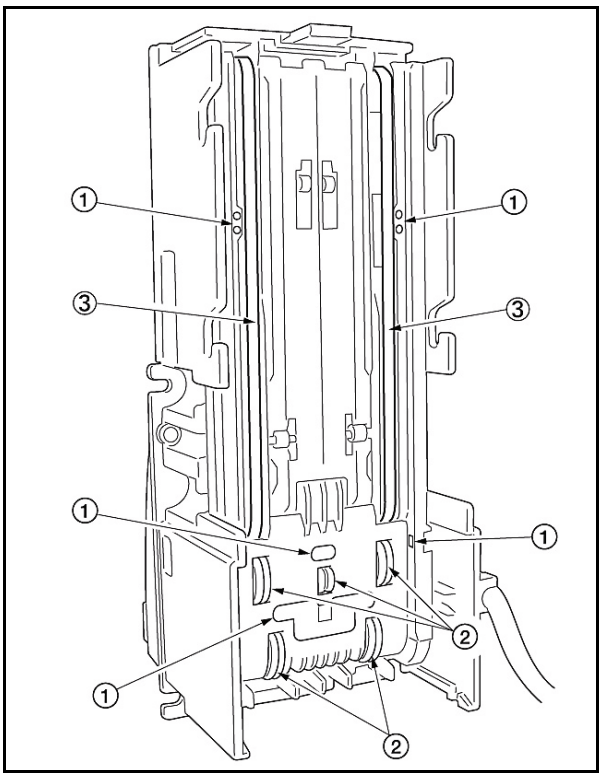
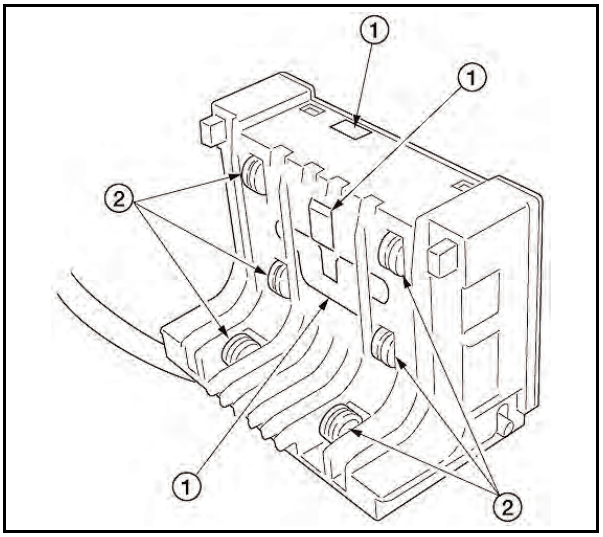

Figure 2-36 Upper Guide Stacker Sensors and Rollers
Figure 2-37 Lower Guide Sensors and Rollers
The DBV-30X Sensor lenses ① are made of a transparent Polymer material; handle them with care. It is important to keep the Banknote path, Rollers ②, and Belts ③ clean (See Figure 2-36, and Figure 2-37 for their specific locations).